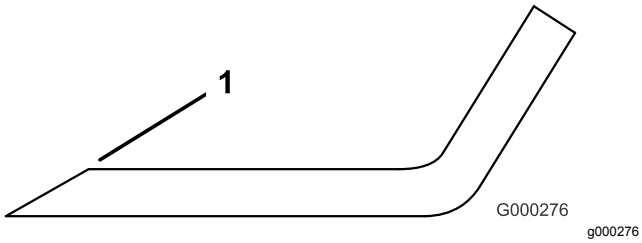

Figur 133
4. Slib skærene, hvis de er sløve eller hakkede (Figur 133).